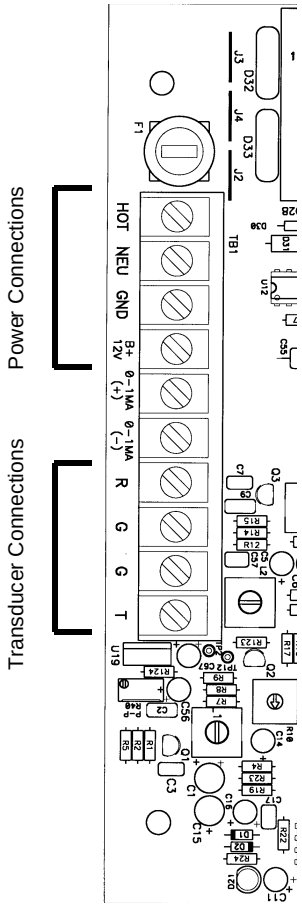

Figure 1.2
B. Refer to the WIRING DIAGRAM in Figure 1.2 for proper power and transducer connections. Verify proper jumper selections are in place for the power source. See Figures 2.2 and 2.3.